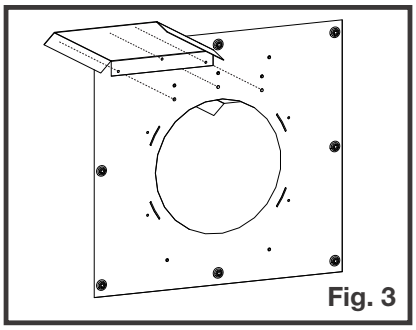

Fig. 3
3. Install the other vent shield on the opposite side of the firestop spacer **(Figure 3)**.